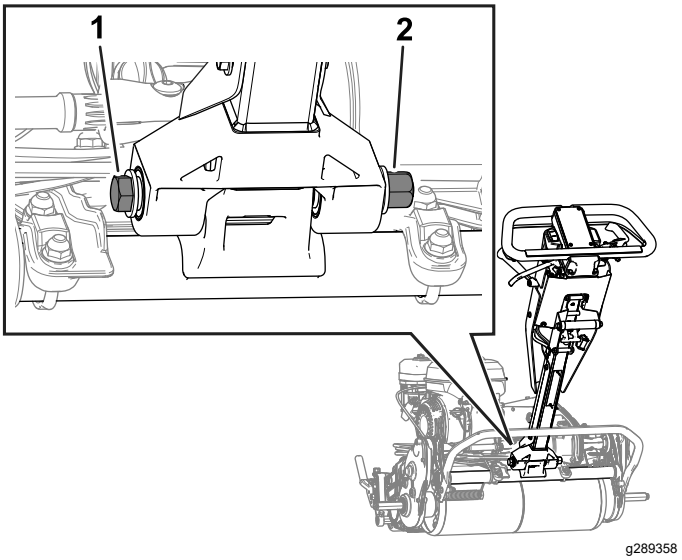

Figuur 43
2. Zet de bout en moer los zoals weergegeven in Figuur 43.